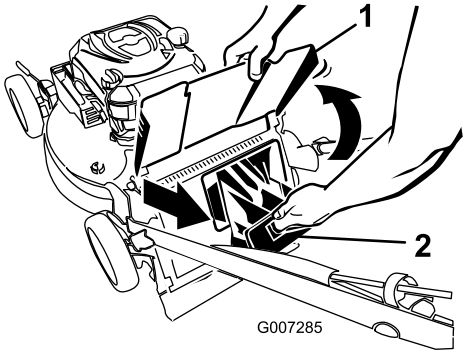

**Figuur 20**
2. Breng de afvoergeleider omhoog en houd deze omhoog (Figuur 20).
3. trek de afsluiter van het achteruitwerpkanaal eruit (Figuur 20).